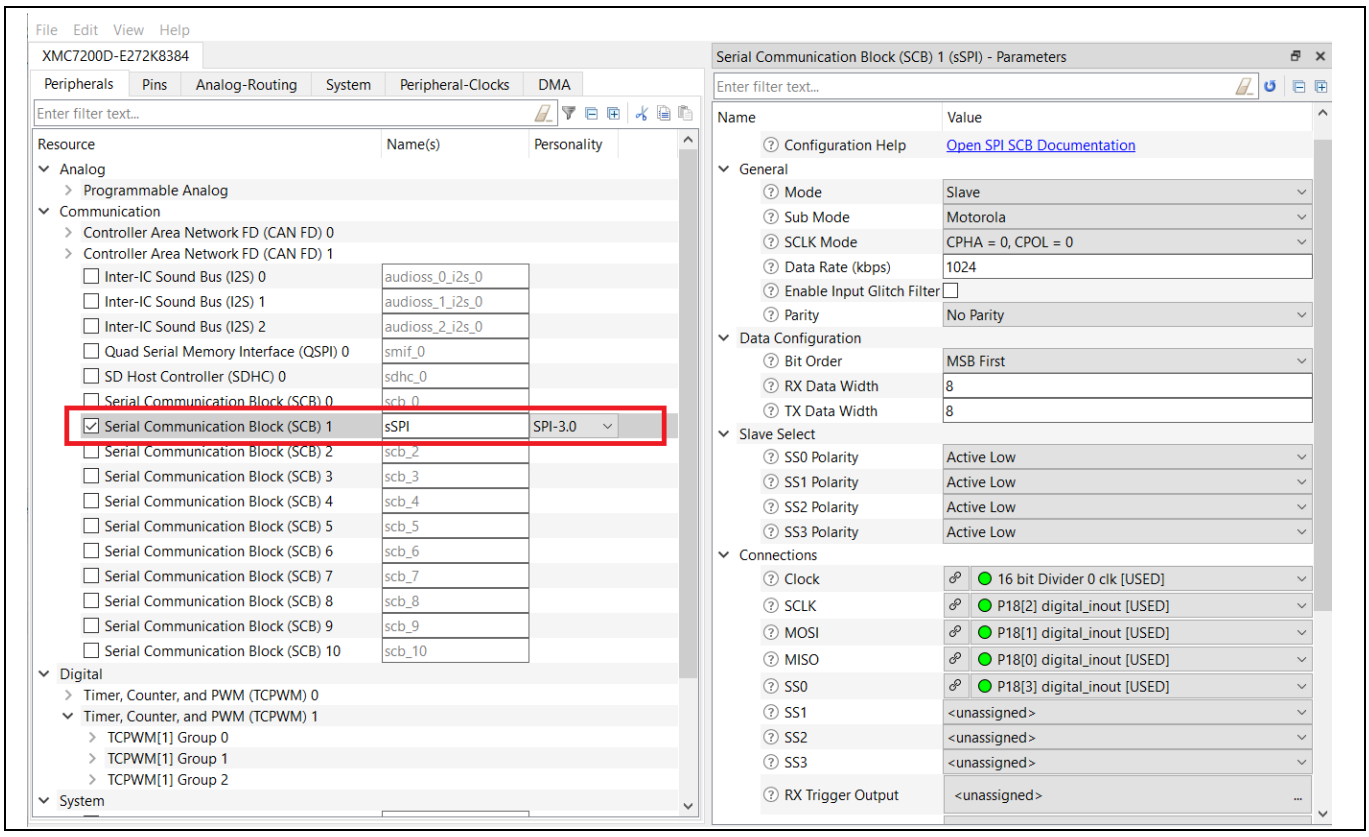

**Figure 12 SCB configuration in ModusToolbox™**
2. Configure SCB mode and channel, data rate and ports in the **Peripherals** tab of the Device Configurator as shown in Figure 12.